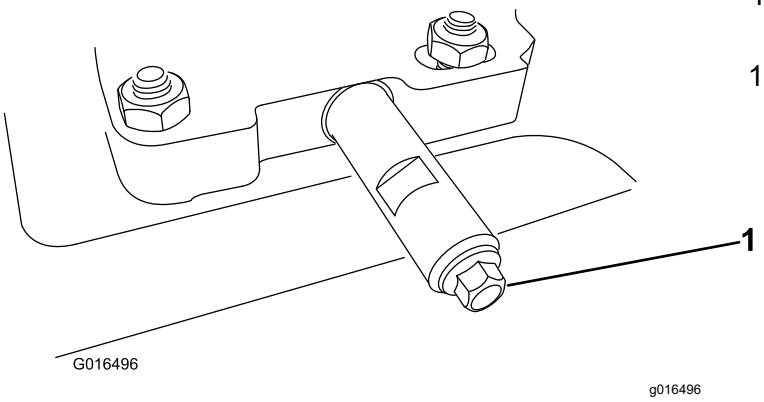

Figur 39
2. Rengör området runt oljeavtappningslocket (Figur 39).